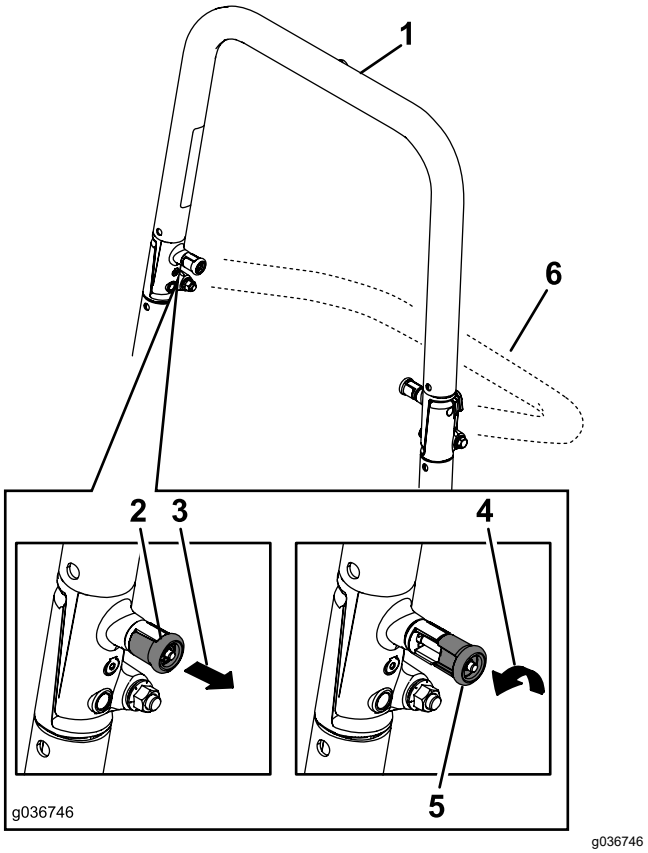

Figur 8
2. Dra ut begge knottene og vri dem 90 grader, slik at de ikke låser (Figur 8).
3. Senk veltebøylen til senket stilling (Figur 8).
1. Dra veltebøylen opp til driftsstillingen og vri på knottene til de går delvis inn i rillene (Figur 8).
2. Dra veltebøylen helt opp mens du skyver den øvre veltebøylen slik at pinnene går i lås når hullene stemmer overens med pinnene (Figur 8).